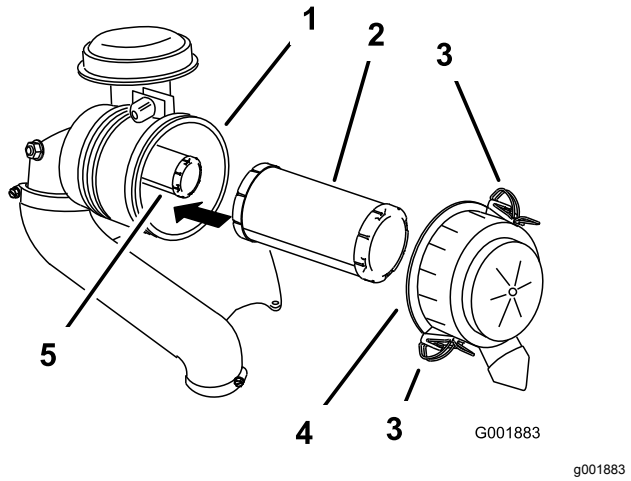

Bild 41
3. Lösen Sie die Riegel am Luftfilter und ziehen Sie die Luftfilterabdeckung vom Luftfiltergehäuse ab (Bild 41).
5. Schieben Sie den Hauptfilter vorsichtig aus dem Luftfiltergehäuse heraus (Bild 41).
2. Wenn Sie den Sicherheitsfilter auswechseln, schieben Sie ihn vorsichtig in das Filtergehäuse (Bild 41).
3. Schieben Sie den Hauptfilter vorsichtig auf den Sicherheitsfilter (Bild 41).
4. Bringen Sie die Luftfilterabdeckung so an, dass die Seite mit **Up** nach oben zeigt, und rasten Sie die Riegel ein (Bild 41).